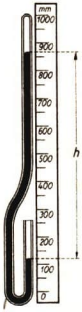

Abb. 120
4. Barometer. Aus dem Torricellischen Versuch ist unmittelbar ein Gerät entwickelt worden, mit dessen Hilfe man den Luftdruck und seine Schwankungen in einfacher Weise messen kann. Es handelt sich um das *Quecksilberbarometer*. Abb. 120 zeigt eine für wissenschaftliche Messungen häufig verwendete Form. Eine etwa 100 cm lange Röhre ist an dem einen Ende zugeschmolzen,
am andern Ende offen. Sie ist U-förmig gebogen und so gekrümmt, daß der kürzere, offene Schenkel genau in der Verlängerung des längeren, geschlossenen Schenkels liegt. Die Röhre ist auf einem Brett befestigt. In ihr befindet sich so viel Quecksilber, daß der lange Schenkel bei waagerechter Lage damit ganz gefüllt ist. Richtet man das Brett auf, so tritt wie beim Torricellischen Versuch etwas Quecksilber in den kurzen Schenkel über. Im langen Schenkel bildet sich über dem Quecksilber ein Vakuum. An einem dicht neben der Röhre angebrachten Millimeter-Maßstab liest man die Höhe der Quecksilbersäule und damit den Luftdruck ab. Gemessen wird die Höhe h des oberen Quecksilberspiegels über dem unteren (vgl. Abb. 120).